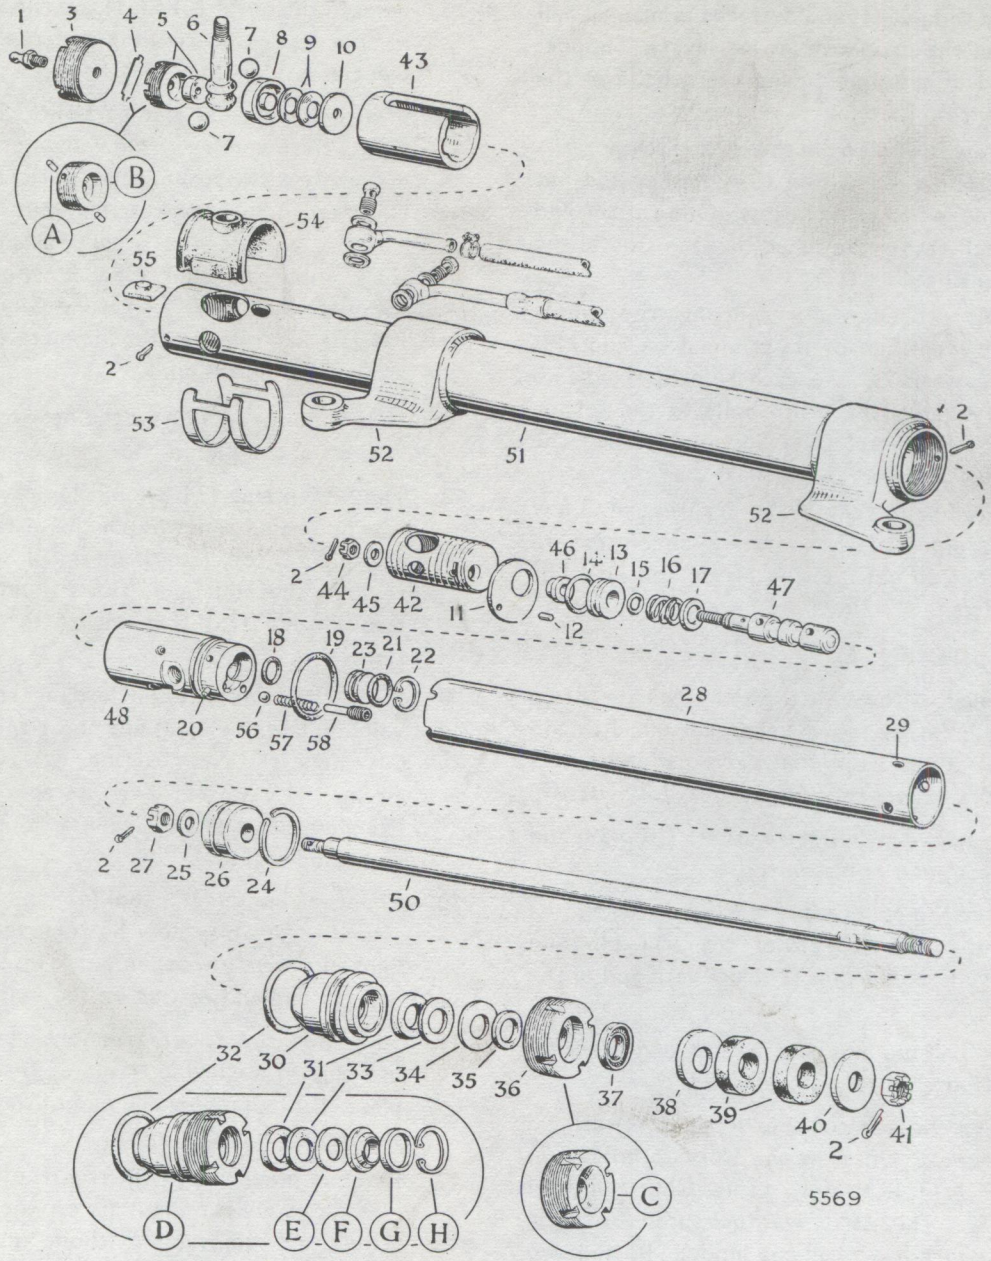

Fig. 7. *Exploded view of Power Cylinder Series I to IV models*
Fig. 6 shows a cross sectional view of the power cylinder and Fig. 7 an exploded view. Parts that have been altered, since this unit was fitted to Super Snipe Series I, are annotated with capital letters. The servicing of the power cylinder should normally be confined to the adjustment or replacement of the ball pin (6) and its associate parts, or the seals in the end bearing.